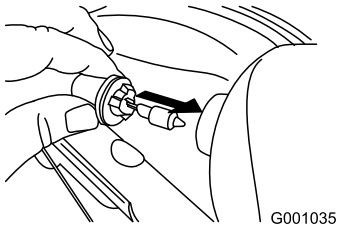

Figur 64
4. Sæt en ny pære ind bag på forlygten (Figur 64).